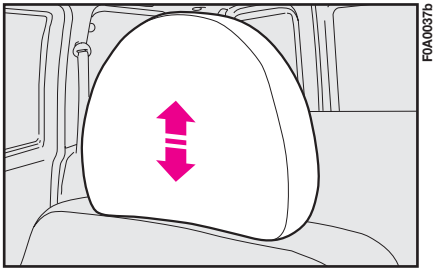

fig. 61a
– réglables en hauteur **fig. 61a**.